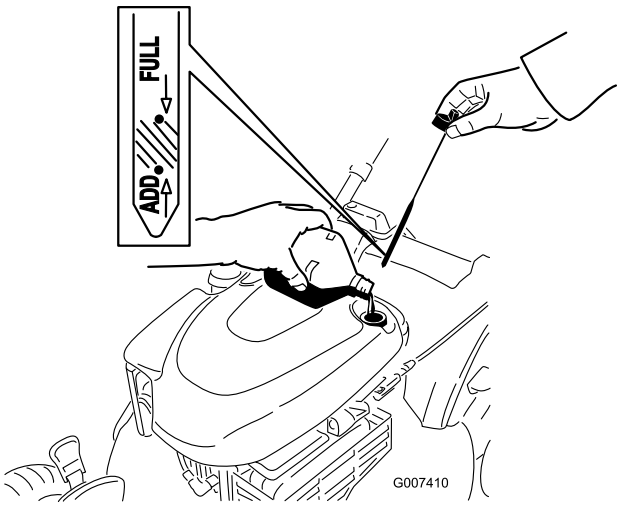

Figur 5
1. Ta bort oljestickan (Figur 5).
2. Fyll **långsamt** på olja i påfyllningsröret tills nivån når markeringen **Full** på oljestickan (Figur 5). **Fyll inte på för mycket.** (Maximal påfyllning: 0,59 l, typ: renande SAE 30-olja med API-klassificering SF, SG, SH, SJ, SL eller högre.)